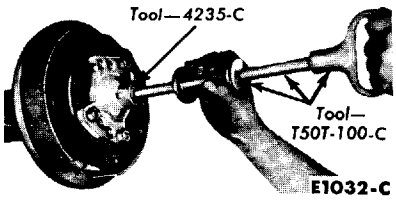

FIG. 3—Axle Shaft Removal
3. Working through the hole provided in the axle shaft flange, remove the nuts that secure the wheel bearing retainer. Then pull the axle shaft assembly out of the axle housing (Fig. 3). **The brake carrier plate must not be dislodged. Install one nut to hold the plate in place after the axle shaft is removed.**